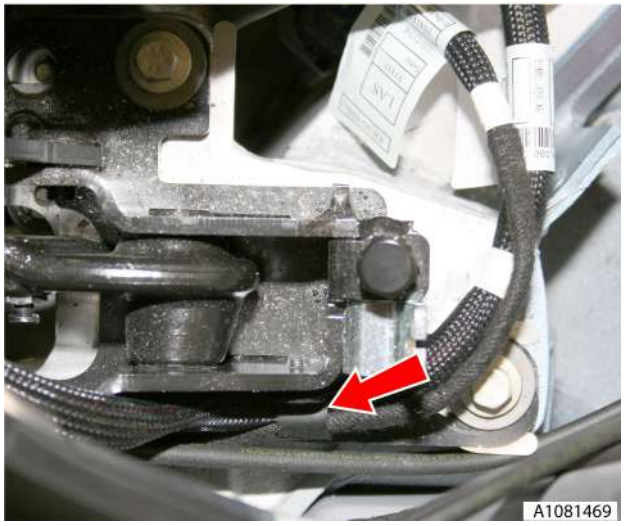

Fig. 9
14. Remove P-clip screw securing harness to roof mounting bracket, release clip from harness (see Fig. 9).